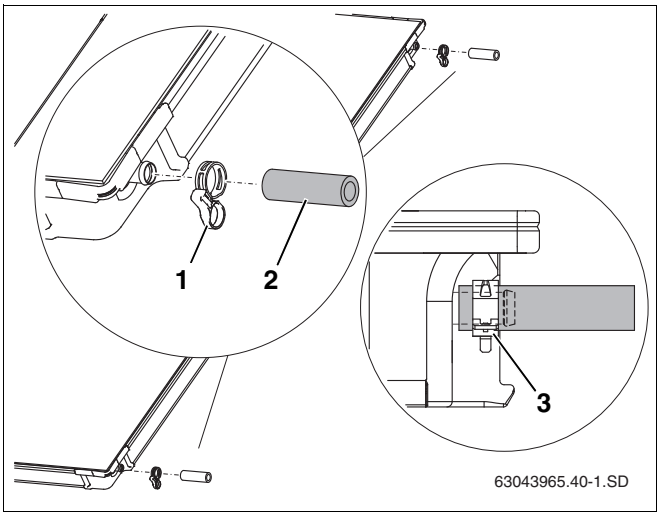

Рис. 39 Предварительный монтаж соединительного комплекта на втором коллекторе
- Наденьте шланги 95 мм (рис. 39, **поз. 2**) на правые штуцеры второго и всех последующих коллекторов.
- Наденьте пружинные хомуты (рис. 39, **поз. 1**) на шланг солнечного коллектора (второй хомут будет потом фиксировать подключение другого коллектора).
- Если пружинный хомут установлен правильно, то нужно потянуть фиксирующее кольцо для фиксации соединения (рис. 39, **поз. 3**).